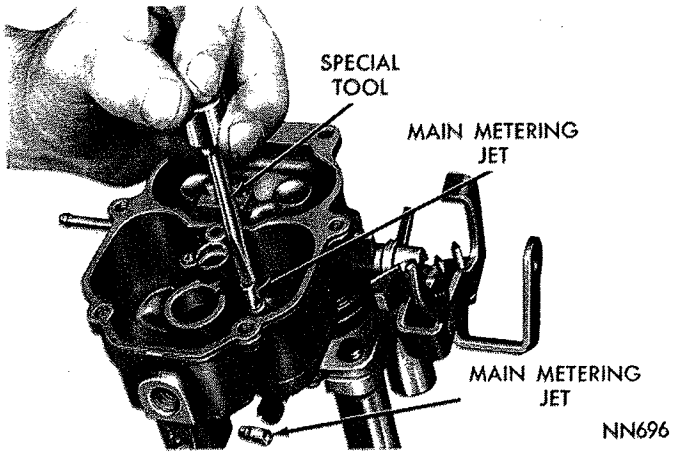

*Fig. 5—Removing or Installing Main Metering Jets*
(12) Remove main metering jets, as shown in (Fig. 5).
(6) Install main metering jets and tighten securely. Refer to (Fig. 5).